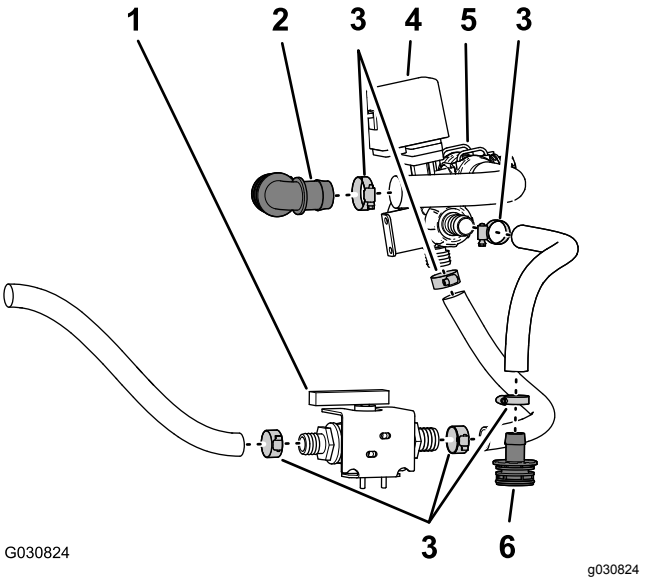

Figur 70
1. Fjern slangeklemmerne, der fastgør slangen mellem kugleventilen og bunden af omrøringsventilen (Figur 70).
2. Fjern slangeklemmen, der fastgør slangen på den anden ende af kugleventilen (Figur 70).
3. Fjern slangeklemmen, der fastgør 90°-fittingen med modhager på slangen fra omløbsventilen (Figur 70).
4. Fjern slangeklemmerne, der fastgør slangen mellem den lige fitting med modhager og omrøringsventilen (Figur 70).